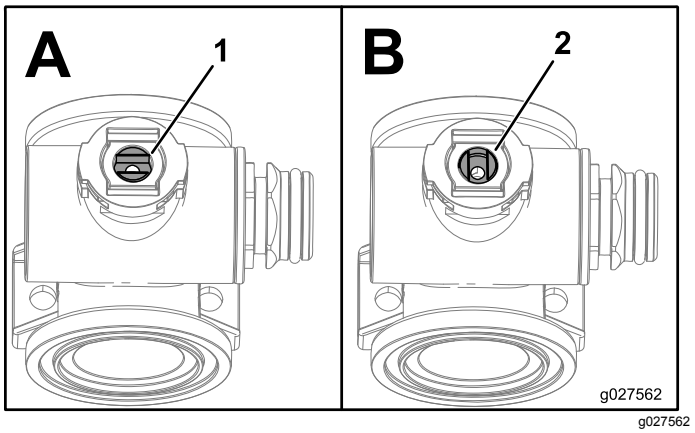

Figur 71
1. Sett ventilstammen i stengt posisjon (Figur 71 B)